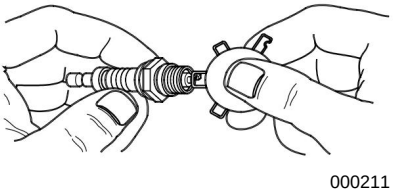

Figura 4-4. Bujía
2. Retire e inspeccione la bujía. 3. Usando un calibrador de espesores de alambre, verifique el espacio de la bujía, reajuste a 0,028 - 0,031 pulg. (0,70 - 0,80 mm). Consulte ***la Figura 4-4.***